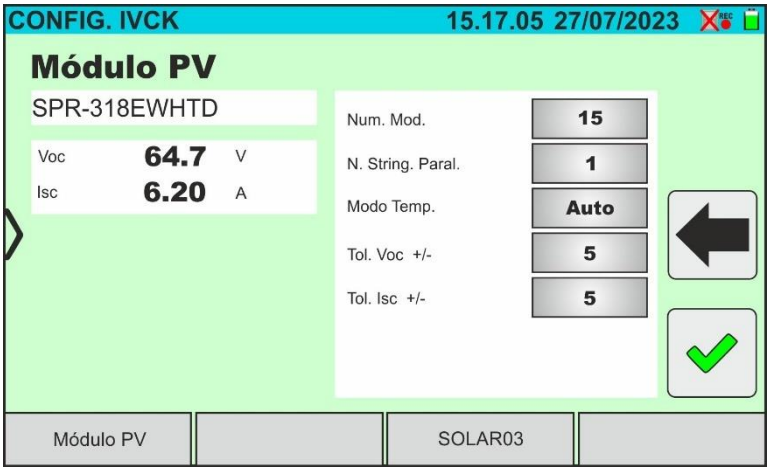

Fig. 76: Parâmetros com SOLAR03 em registo síncrona
12. Tocar no botão "**Config**." (referência ao módulo Monofaciais). O ecrã seguinte é apresentado na Fig. 76. São apresentados os seguintes parâmetros: